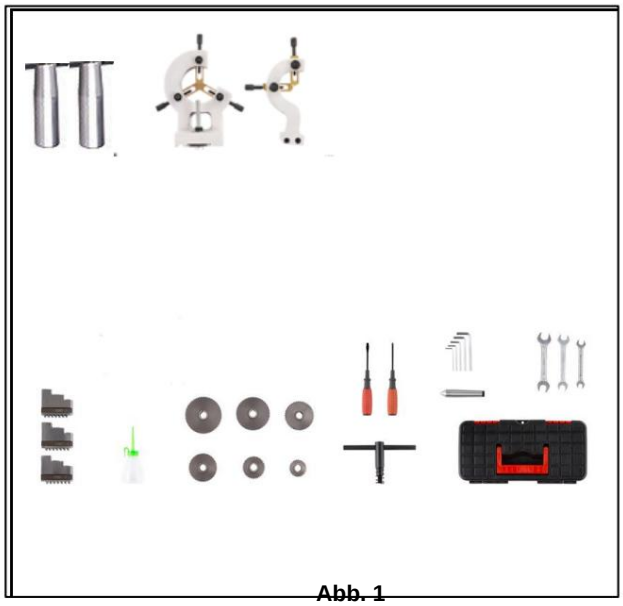

Abb. 1
INHALT DER WERKZEUGKISTE (Abb. 1)
8. Querhebel für zusammengesetzte Auflage (E, Abb. 1 1)